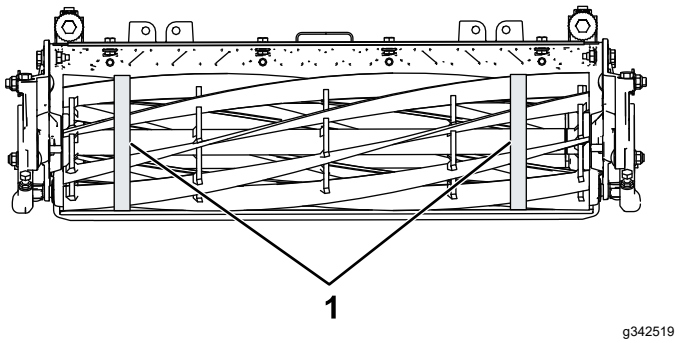

Rysunek 28
3. Za pomocą taśmy do pomiaru średnicy zmierz średnicę zewnętrzną wrzeciona na obu końcach (Rysunek 28); różnica średnicy zewnętrznej między końcami powinna wynosić poniżej 0,250 mm. Jeśli różnica jest większa, zeszlifuj w celu skorygowania różnicy.